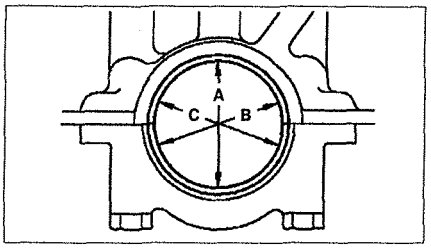

Рис. 2.68. Измерьте диаметры отверстия в направлениях A, B, C.
3. Измерьте диаметры отверстия в направлениях **A**, **B**, **C** (см.рис.2.68).